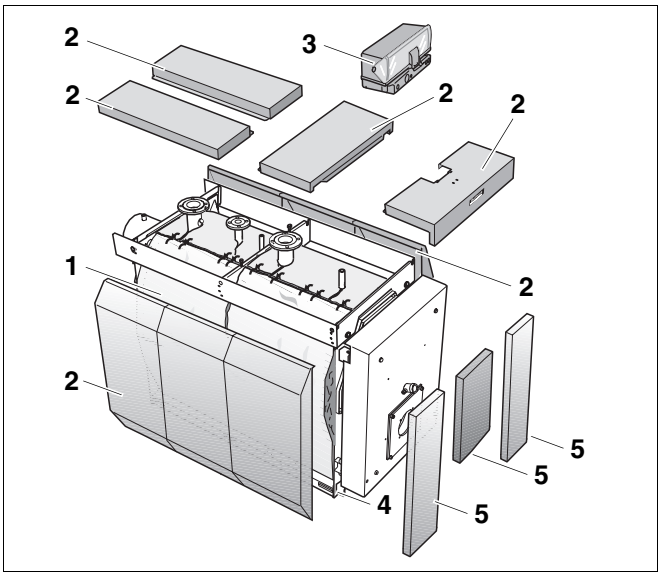

Fig. 1 Caldaia speciale a gasolio/gas Logano S735
I componenti principali della caldaia speciale a gasolio/gas Logano S735 (fig. 1) sono:
– Blocco caldaia (fig. 1, **pos. 4**) in abbinamento con un bruciatore.
– Rivestimento caldaia (fig. 1, **pos. 2**) e isolamento termico (fig. 1, **pos. 1**).
– Apparecchio di regolazione (Accessorio – fig. 1, **pos. 3**)